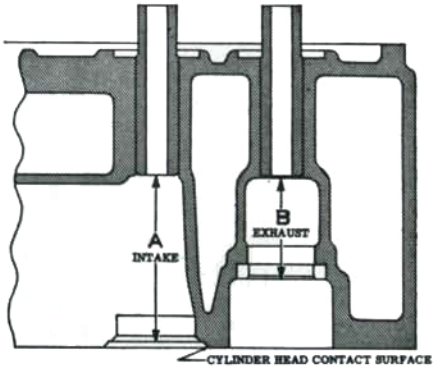

Fig. C761 — Sectional view of diesel cylinder head, showing proper installation of valve guides.
15. Intake and exhaust valve guides are interchangeable. Press old guides out from bottom of head so they emerge at top of head. Press new guides into combustion chamber side of head. Distance from port end of intake valve guide to face of valve seat is $2\frac{3}{8}$ inches. Distance from port-end of exhaust valve guide to face of valve seat is $1\frac{13}{32}$ inches. Refer to Fig. C761. Ream the guides after installation to an inside diameter of 0.3422-0.3432. This provides a normal stem to guide clearance of 0.0008-0.0026 for the intake, 0.0032-0.0050 for the exhaust. Desired stem to guide clearance is 0.0015 for the intake, 0.004 for the exhaust.